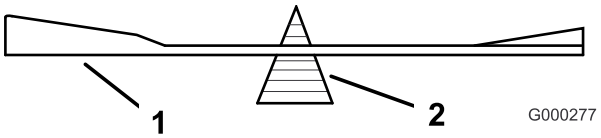
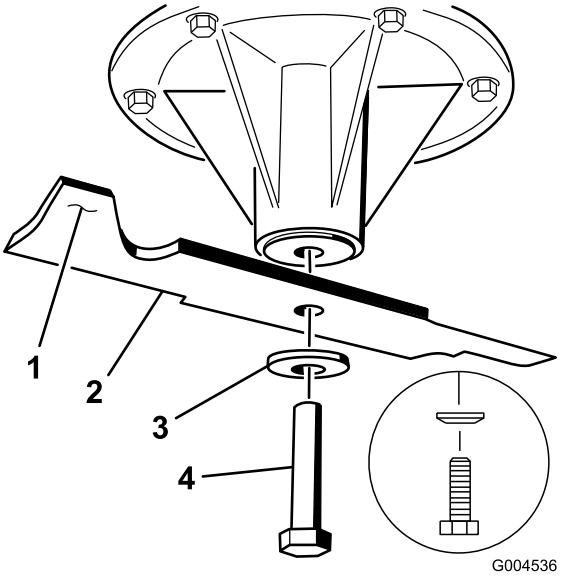

**Figuur 90**
**Figuur 91**
2. Verwijder de mesbout, de klemring en het mes van de spilas (Figuur 91).
2. Controleer de balans van het mes met een mesbalans (Figuur 90). Als het mes horizontaal blijft, is het in balans en geschikt voor gebruik. Als het mes niet in balans is, moet u wat metaal afvijlen van het uiteinde van de vleugel (Figuur 91). Herhaal dit indien nodig totdat het mes in balans is.
1. Monteer het mes op de as (Figuur 91).
2. Monteer de klemring en de mesbout. De conus van de klemring moet worden gemonteerd op de boutkop (Figuur 91). Draai de mesbout vast met een torsie van 115 tot 150 Nm.